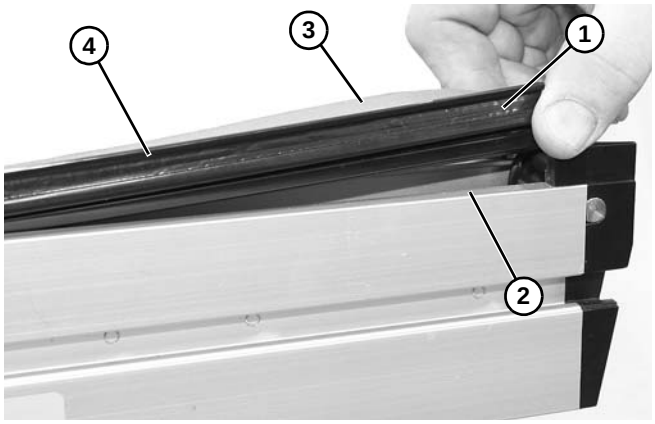

Figure 7
3. Install the bedstrip **(Figure 7, item 1)** between the conveyor **(Figure 7, item 2)** and belt **(Figure 7, item 3)**. Make sure that the high side **(Figure 7, item 4)** faces out and snap bedstrip into place.